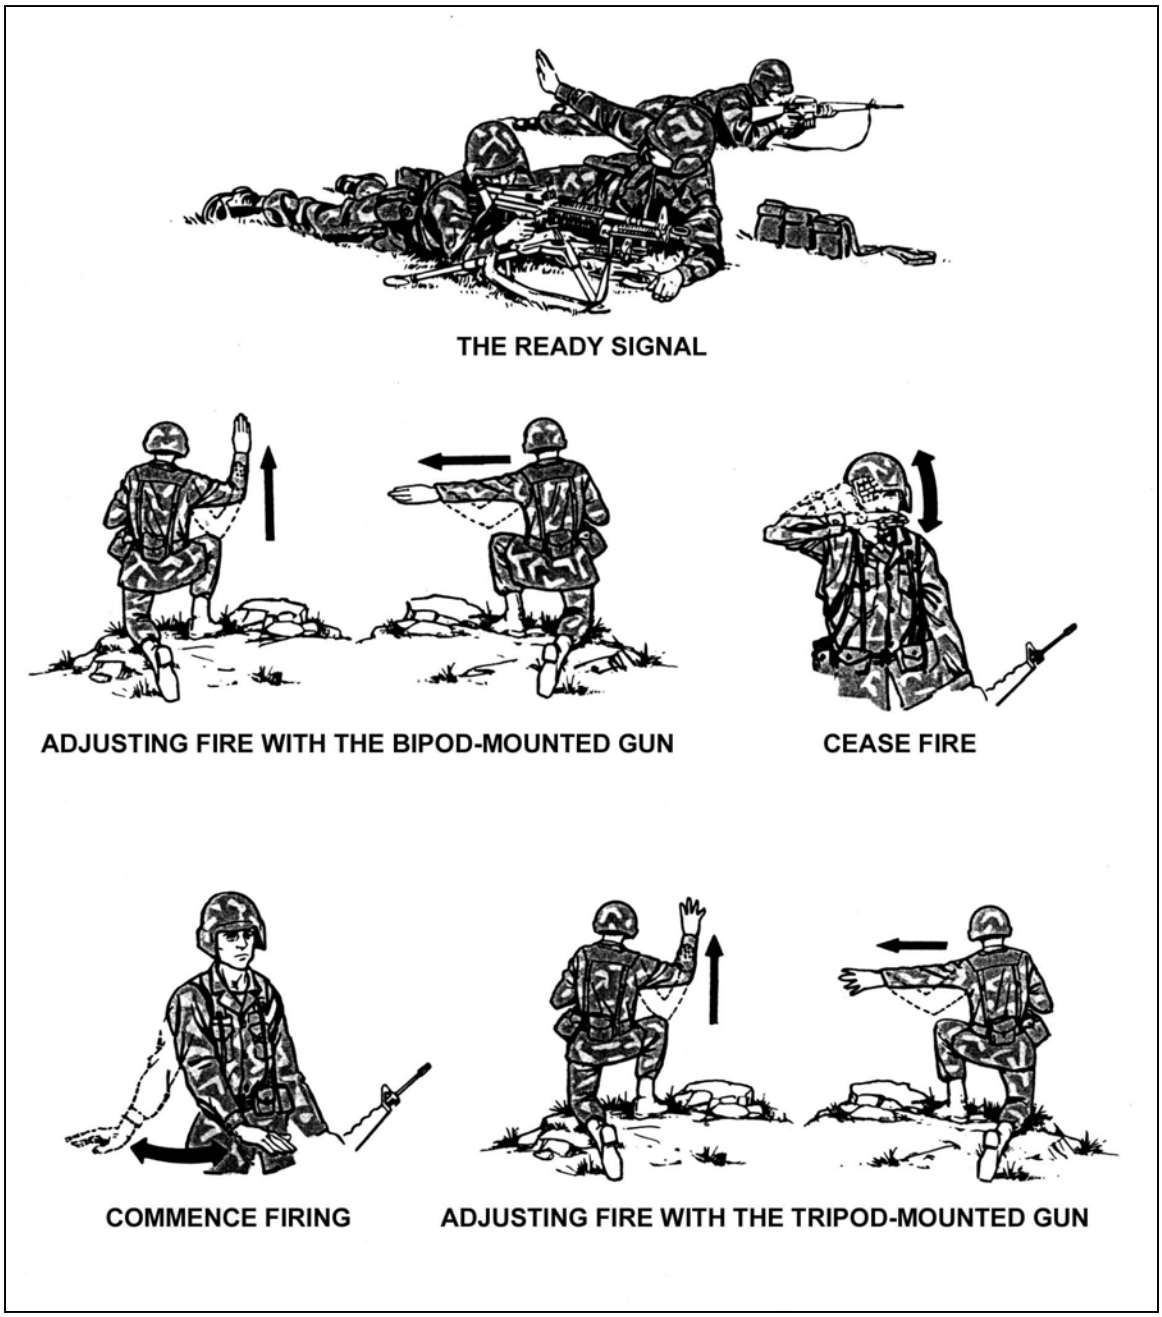

Figure 5-25. Arm-and-hand signals.
(2) *Arm-and-Hand Signals*. Battlefield noise and the distance between the gunner and the leader often make it necessary to use arm-and-hand signals to control fire (Figure 5-25). When an action or movement is to be executed by only one of the gunners, a preliminary signal is given to that gunner only. The following are commonly used signals for fire control.